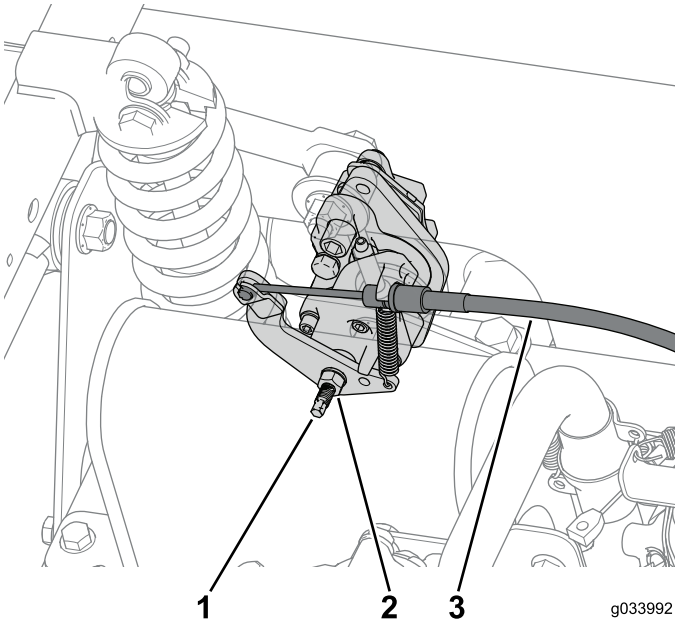

Figure 60
1. Loosen the jam nut and then turn the adjustment screw 2 turns counter clockwise on both rear-brake calipers (Figure 60).
2. Disconnect the parking-brake cable connected to each brake caliper (Figure 60).